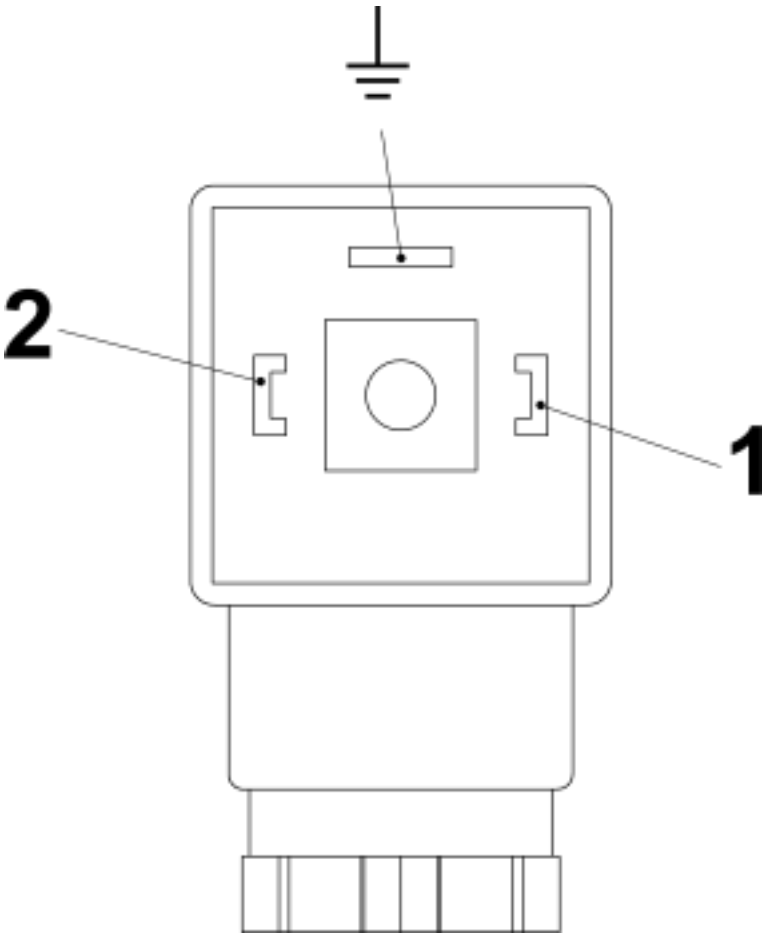
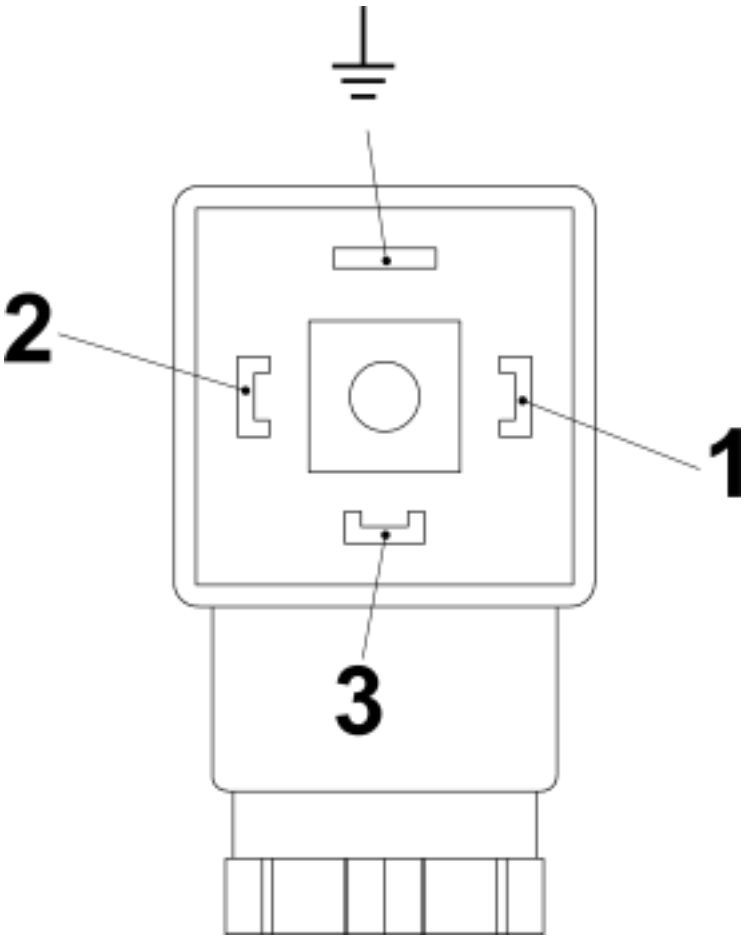

Abb. 30: Pin-Belegung Steckerdose Schließer (Schaltkontakt SG-30 mit Gerätestecker nach EN 175301-803)
Abb. 31: Pin-Belegung Steckerdose Wechsler (Schaltkontakt SG-30 mit Gerätestecker nach EN 175301-803)
6. Schließen Sie das Kabel gemäß den Anschlussbildern (*Abb. 30* und *Abb. 31*) an